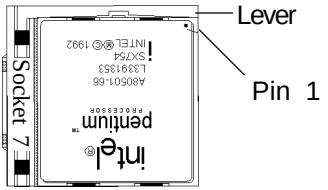

**Figure 2-3 Inserting a CPU into Socket 7**
2. Pull up the lever of Socket 7 so that it is perpendicular with the surface of the mainboard. Gently insert the CPU with Pin 1 at the same corner of Socket 7 that contains the end of the lever. Allow the the weight of the CPU to push itself into place. Do not apply extra pressure as doing so may result in damaging your CPU. Snap the lever back into place. See Figure 2-3.